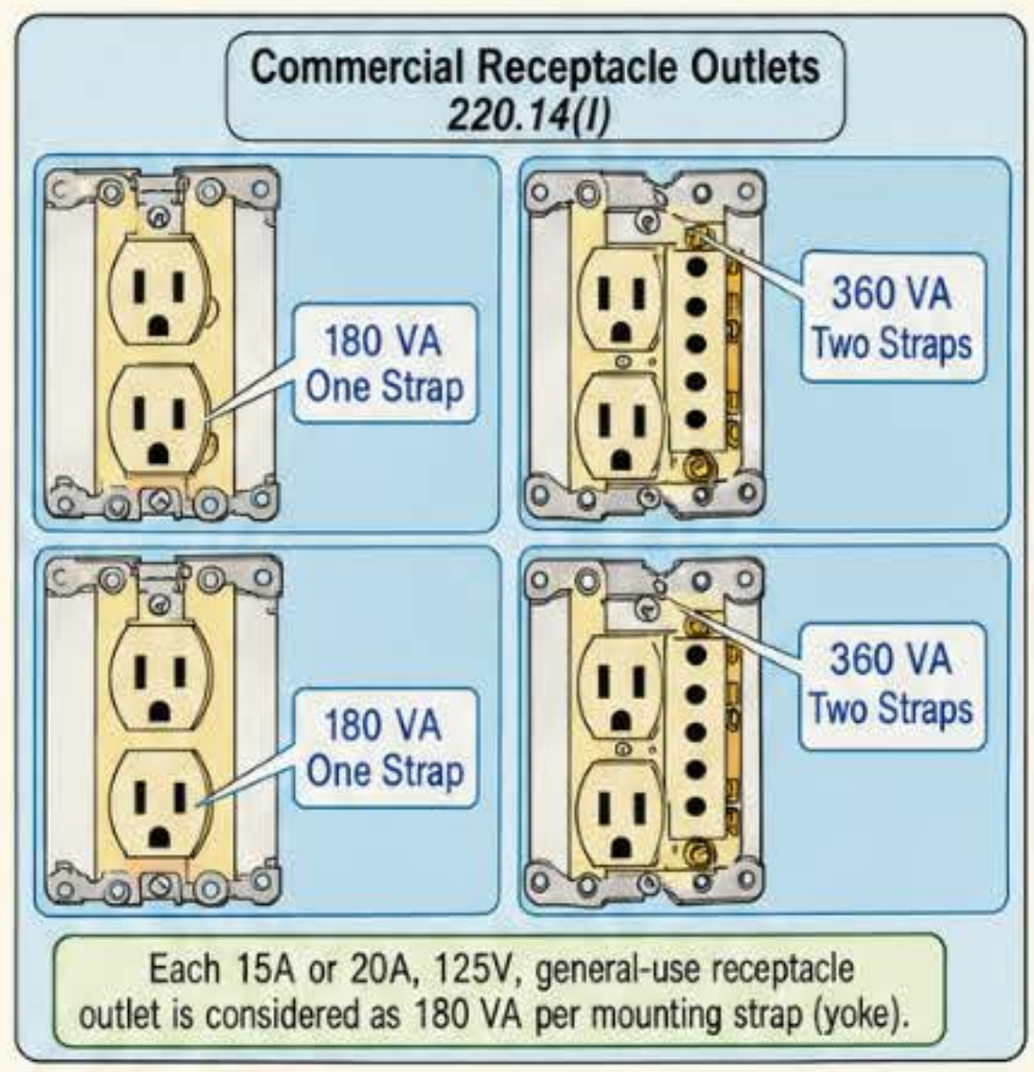

Figure 220-13
(I) Commercial Receptacle Outlets. In commercial occupancies, each 15A or 20A, 125V general-use receptacle outlet is considered 180 VA per mounting strap for each, except as covered in 210.14(J) and (K). Figure 220-13